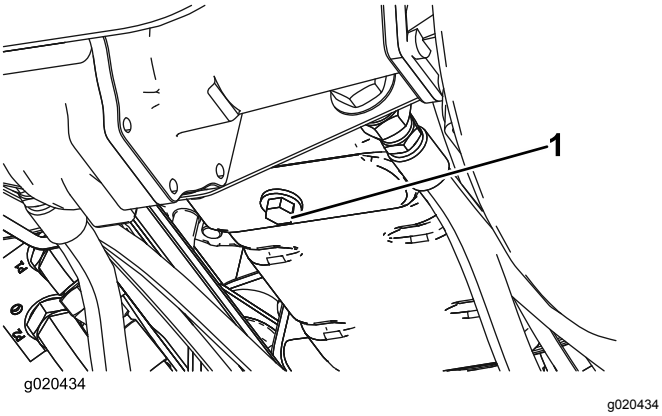

Figur 75
1. Ta bort avtappningspluggen (Figur 75) och låt oljan rinna ned i ett avtappningskärl. Sätt tillbaka avtappningspluggen när oljan har tappats ur.